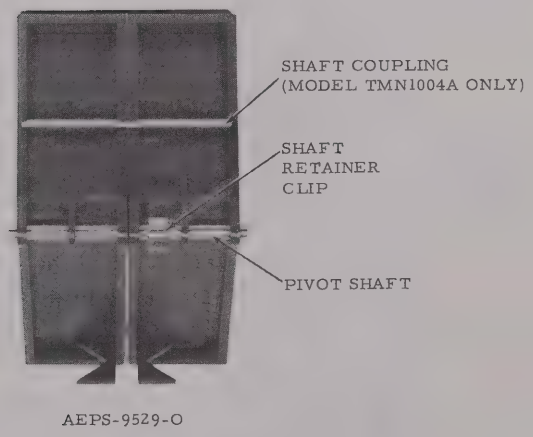

Figure 3.
(3) Remove the shaft retainer clip from the pivot shaft (Figure 3).